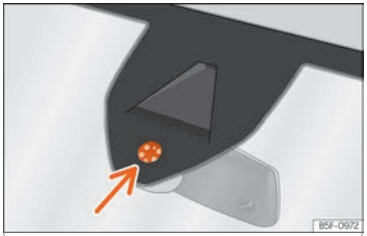

Fig. 114 Rain sensor sensitive surface
Possible causes of faults and mistaken readings *on the sensitive surface* ››› Fig. 114 of the rain sensor include:
- **Regularly clean the sensitive surface of the rain sensor ››› Fig. 114 (arrow) and check for possible damage to the wiper blades.**